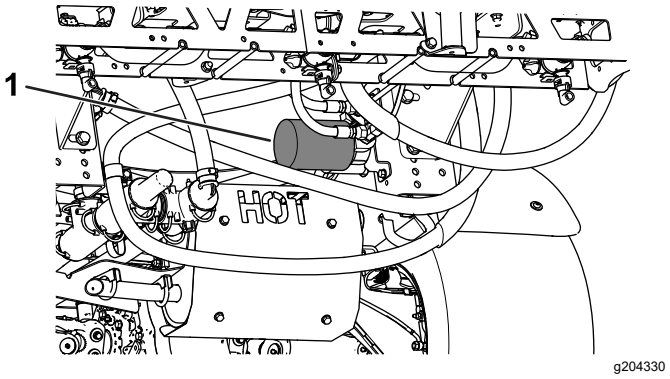

Figure 58
4. Déposez le filtre (Figure 58).